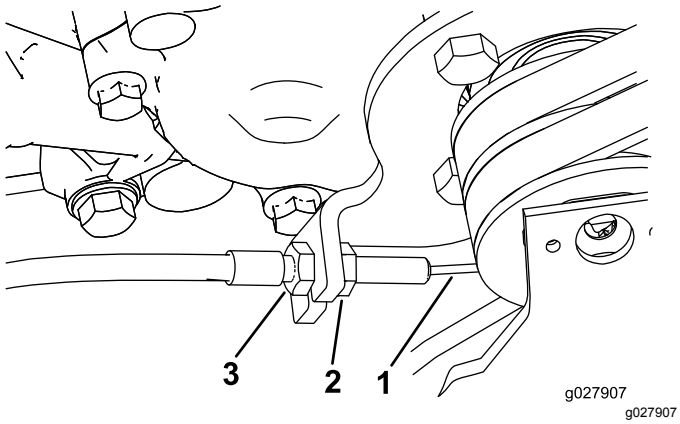

Figur 49
3. Hvis du ønsker å øke kabelspenningen, må du løsne på den fremre og stramme den bakre låsemutteren på kabelen (Figur 49) helt til du trenger en kraft på 8 til 9 Nm for å koble til trekkontrollen.